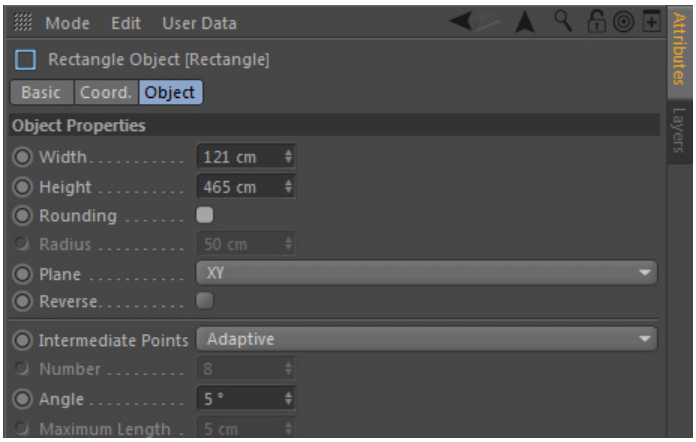

Figure 2-6 *Setting the width and height of the rectangle*
2. Make sure that *Rectangle* is selected in the Object Manager. In the Attribute Manager, make sure the **Object** button is chosen and then enter **121** and **465** in the **Width** and **Height** spinners, respectively, of the **Object Properties** area, refer to Figure 2-6.